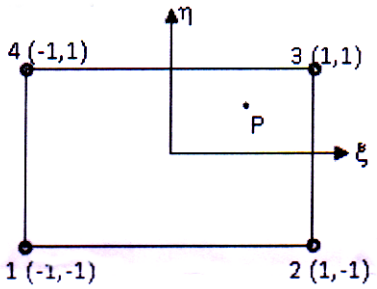
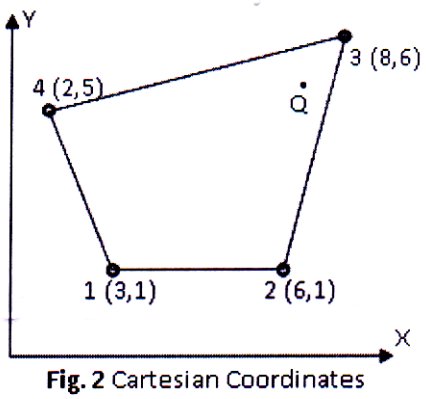

Fig. 1: Natural Coordinates
Fig. 2 Cartesian Coordinates
b) For the isoparametric quadrilateral elements shown in Fig. 1 and Fig. 2, determine the Cartesian coordinates of the point P, which has natural coordinates $\xi = 0.57735$ and $\eta = 0.57735$. **[9]**
b) For the isoparametric quadrilateral elements shown in Fig. 1 and 2, determine the Natural coordinates of the point Q which has Cartesian Coordinates (7,4). **[9]**